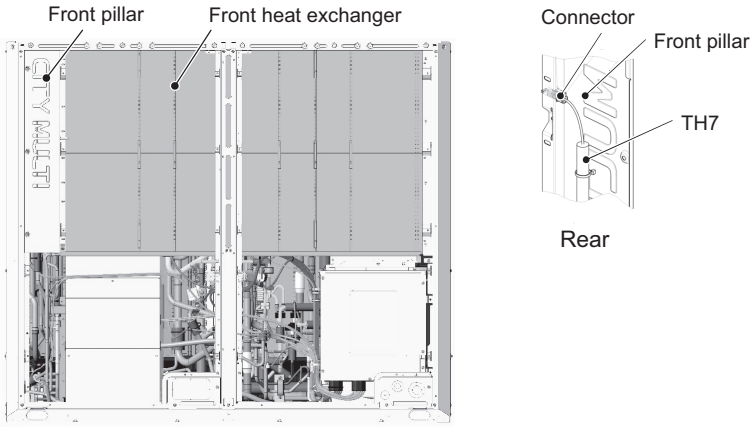

Figure 14
(15) Remove the front pillar by unscrewing the 7 screws. (See Figure 14.)
(16) Disconnect the TH7 sensor holder from the front pillar. (See Figure 14 Rear.)